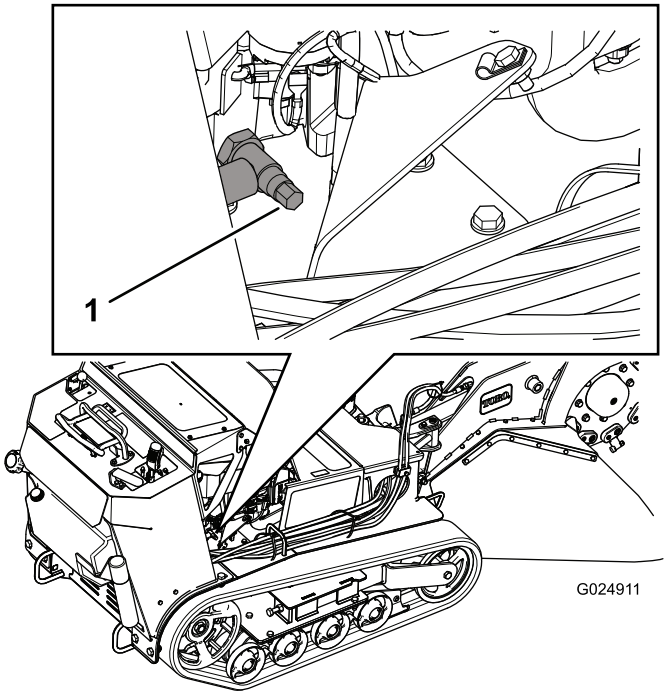
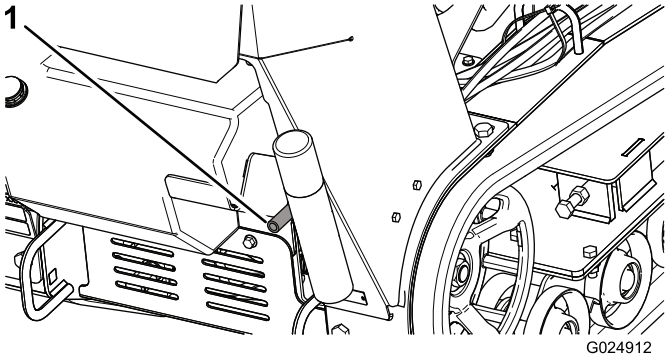

Figuur 32
Figuur 33
4. Plaats een opvangbak onder de aftapslang. Draai aan de aftapplug om de olie in de bak te laten lopen (Figuur 32 en Figuur 33).